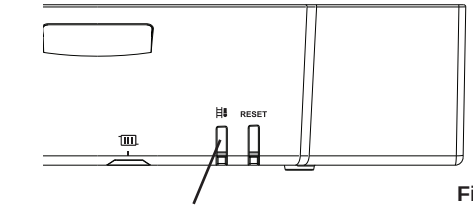

Fig. 59
1. The maximum rate CO_2 setting can only be reached via the minimum rate. Press the Chimney Sweep (Fig. 59) button for approximately 3 seconds. The status signal for the Chimney Sweep button is orange and flashes green briefly to show that the minimum rate is selected.